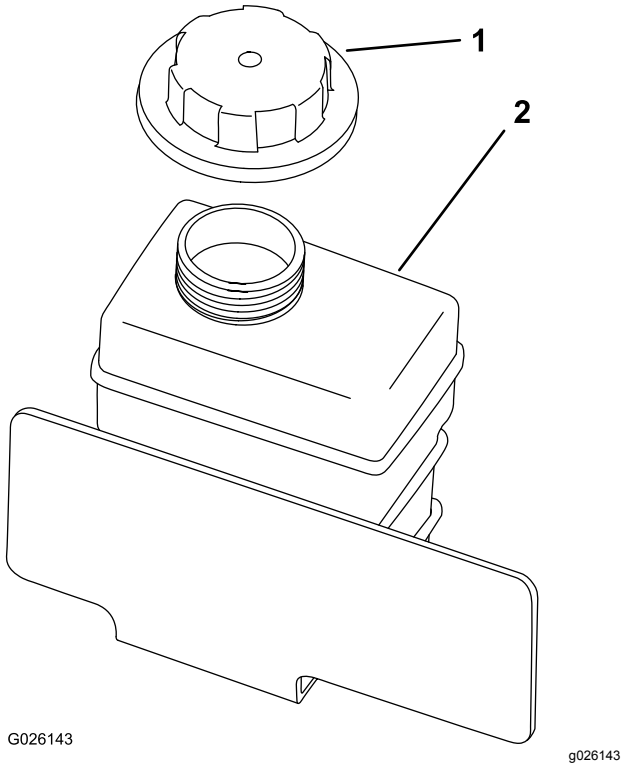

**Figuur 19**
2. Controleer het koelvloeistofpeil in de reservetank (Figuur 19).